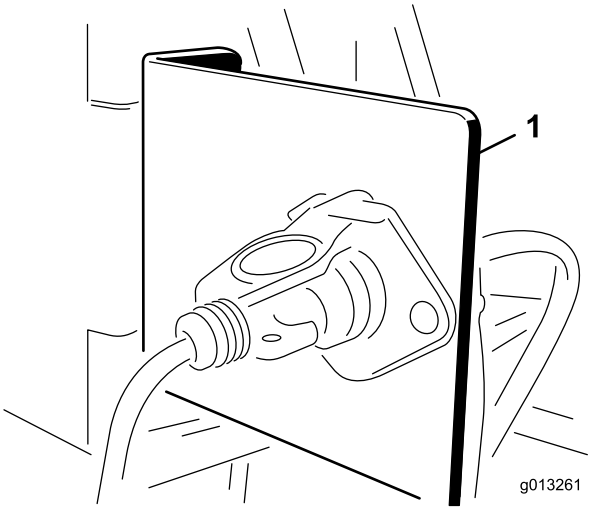

Figur 8
1. Montera uttagsfästet på en fast punkt bak på bogserfordonet med något av de två medföljande monteringsfästena (Figur 8).